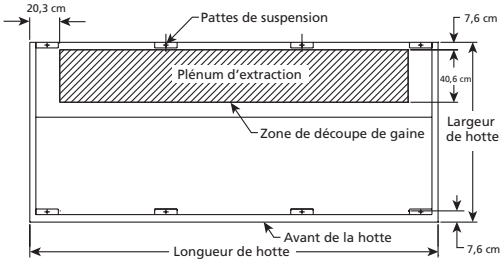
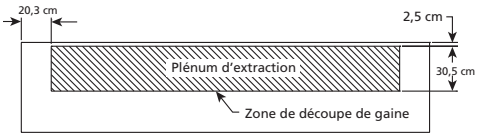

Figure 6
Figure 7
2. Le raccordement de la gaine d'extraction doit être placé à une distance de moins de 122 cm entre le milieu de la longueur de la hotte et le milieu du raccordement de gaine. Voir Figure 6 et Figure 7.